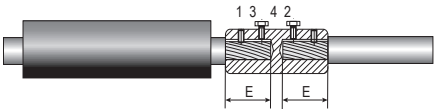

Рисунок 9
4.25.3 Установить на соединяемые жилы гильзу до упора в изоляцию и подтянуть от руки болты в порядке 1–2–3–4 (рисунок 9).